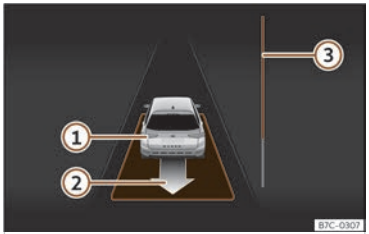

Fig. 139 En la pantalla del cuadro de instrumentos: desaparcar de un hueco en línea.
- Retroceda hasta que suene la señal continua del ParkPilot; **O BIEN:** dé marcha atrás hasta que en la pantalla del cuadro de instrumentos aparezca la indicación de dar marcha adelante. La barra de progreso ››› **fig. 139** ③ indica la distancia que hay que recorrer.